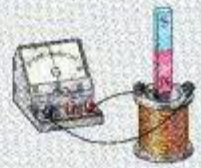

图 2-26
7. 图 2-26 所示的实验装置也可以用来探讨感应电流的方向。请与同学讨论设计实验方案，进行实验，并分析归纳实验中所收集到的信息。